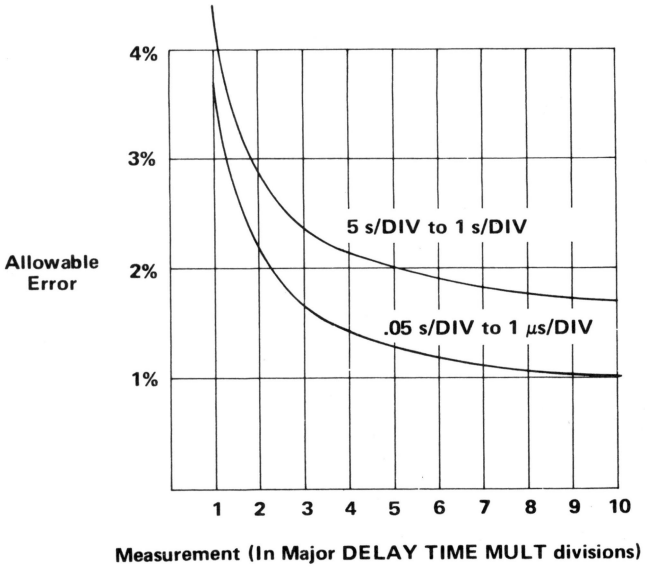

**Fig. 4-3. Allowable Delay Time Error.**
e. CHECK—Scan the figures recorded in step d for all difference readings over the center eight divisions (see Fig. 4-2). Find the maximum error over any one division measurement. Check that it is within the allowable error (see Fig. 4-3).
**Example.** Refer to the curve in Fig. 4-3 for the 0.5 s/DIV to 1 μs/DIV delay time range. For any one-division measurement the allowable error is 3.7%. At the same delay time range, for any five-division measurement the allowable error is 1.3%.
f. CHECK—Scan the figures recorded in step d for difference readings over the center eight divisions of display (see Fig. 4-2). Find the maximum error over any two division measurement, divide by two, and check that it is within the allowable error given in Fig. 4-3.
g. CHECK—Scan the figures recorded in step d for difference readings over the center eight divisions (see Fig. 4-2). Find the maximum error over any four division measurement, divide by four, and check that it is within the allowable error given in Fig. 4-3.
h. CHECK—Scan the figures recorded in step d for difference readings over the center eight divisions (see Fig. 4-2). Find the maximum error over an eight-division measurement, divide by eight, and check that it is within the allowable error given in Fig. 4-3.